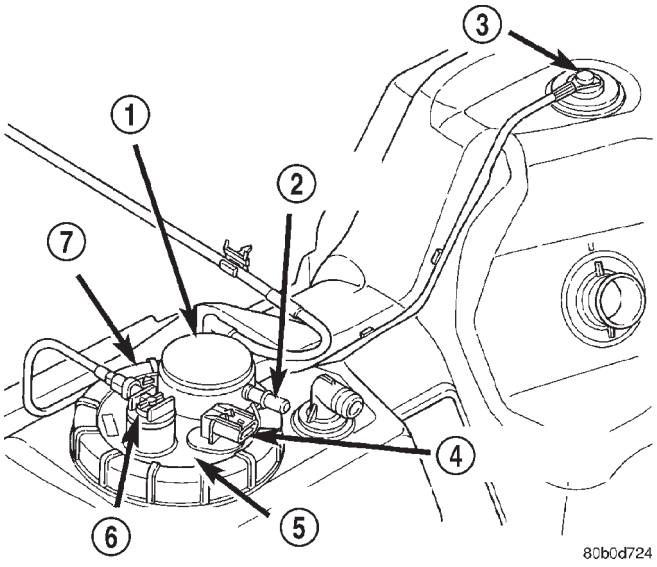

Fig. 41 Check Valve Locations - Gas Powered - 26/34 Gallon Tank
(2) **Gasoline Powered Engines:** If equipped with a 26 or 34 gallon fuel tank, two check valves are used. One of the valves is permanently mounted to top of fuel tank (Fig. 41). If replacement of this particular valve is necessary, fuel tank must be replaced. Refer to Fuel Tank Removal/Installation in Group 14, Fuel System. The other check valve is located on top of fuel pump module (Fig. 41). This valve may be serviced separately. Refer to following steps for procedures.